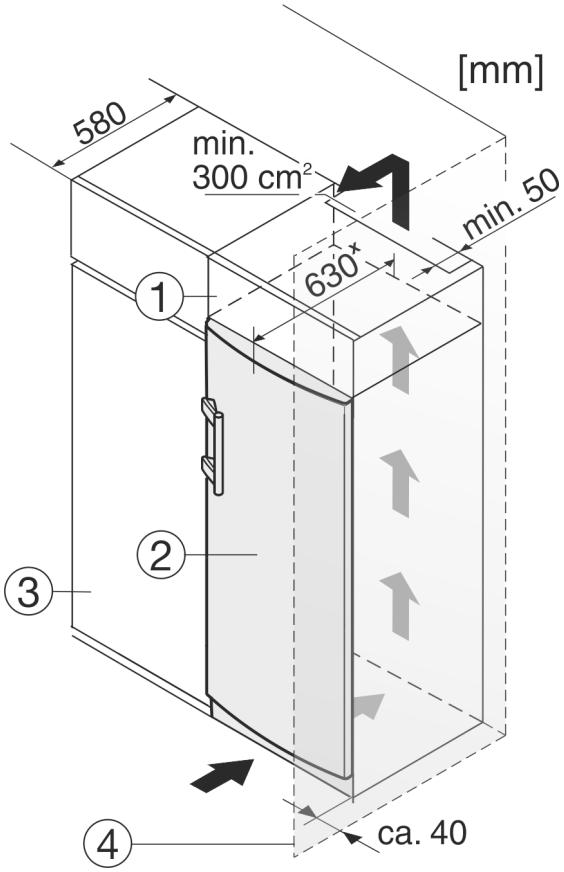

Fig. 10
L'appareil peut être intégré dans des meubles de cuisine. Pour adapter l'appareil *Fig. 10 (2)* à la hauteur du coin cuisine, une rehausse *Fig. 10 (1)* peut être posée sur l'appareil.
Lors de la transformation avec des placards de cuisine (profondeur max. 580 mm), le réfrigérateur peut être placé directement à côté du placard de cuisine *Fig. 10 (3)*. Le réfrigérateur dépasse sur les côtés de 34 mm [x] et au centre du réfrigérateur de 50 mm [x] par rapport à la façade du placard.
Si le réfrigérateur est installé avec les charnières près d'une paroi *Fig. 10 (4)*, la distance entre le réfrigérateur et la paroi doit être d'au moins 40 mm. Cela correspond au dépassement de la poignée lorsque la porte est ouverte.